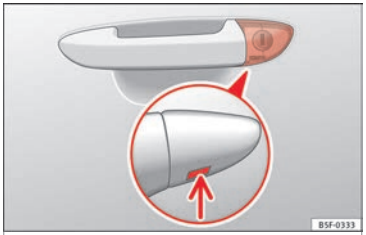

Fig. 3 Driver door lever: hidden lock cylinder.
- Insert the key blade into the lower opening in the cover on the driver door handle ››› **Fig. 3** (arrow) then remove the cover upwards.